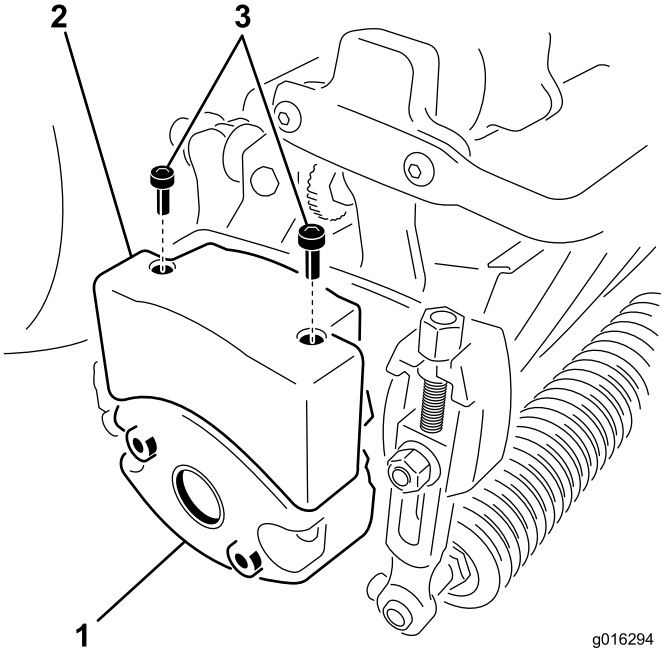

Figur 11
4. Fjern de 2 bolte, der fastgør vægten til siden af klippeenheden (Figur 11).
6. Monter en topvægt på klippeenheden ved hjælp af 2 unbrakoskruer (Figur 11